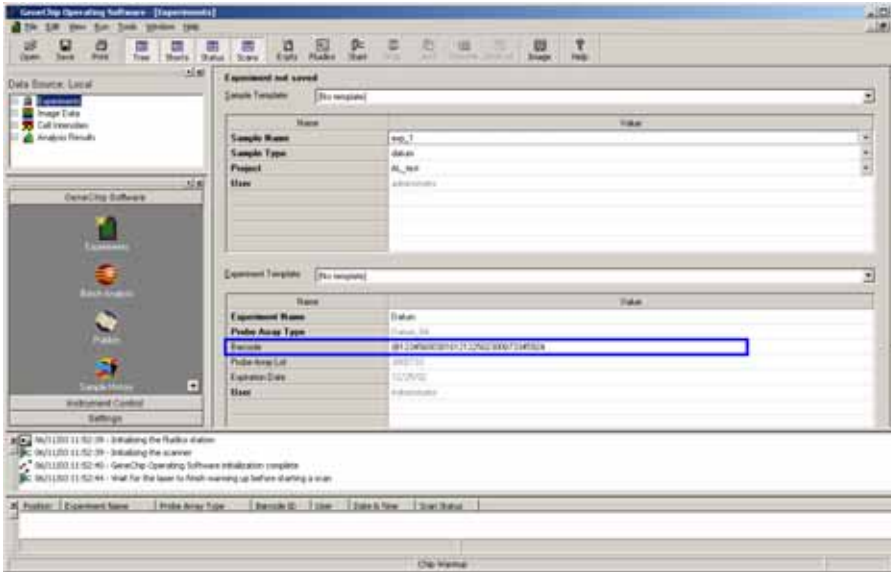

Figure D.7
3. The reader reads and sends the barcode to the GCOS Experiment Information window, Barcode field **(Figure D.7)**.